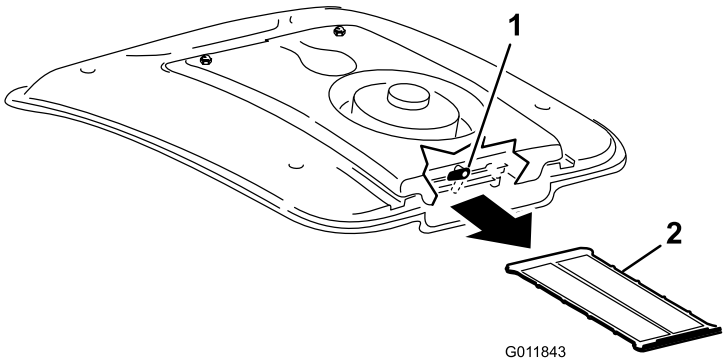

Figur 74
2. Vrid spärren längst bak på fläktmonteringen åt sidan (Figur 74).
3. För ut luftkonditioneringsfiltret från under luftkonditioneringsspolen (Figur 74).
4. Rengör filtret noga med tryckluft (Figur 74).